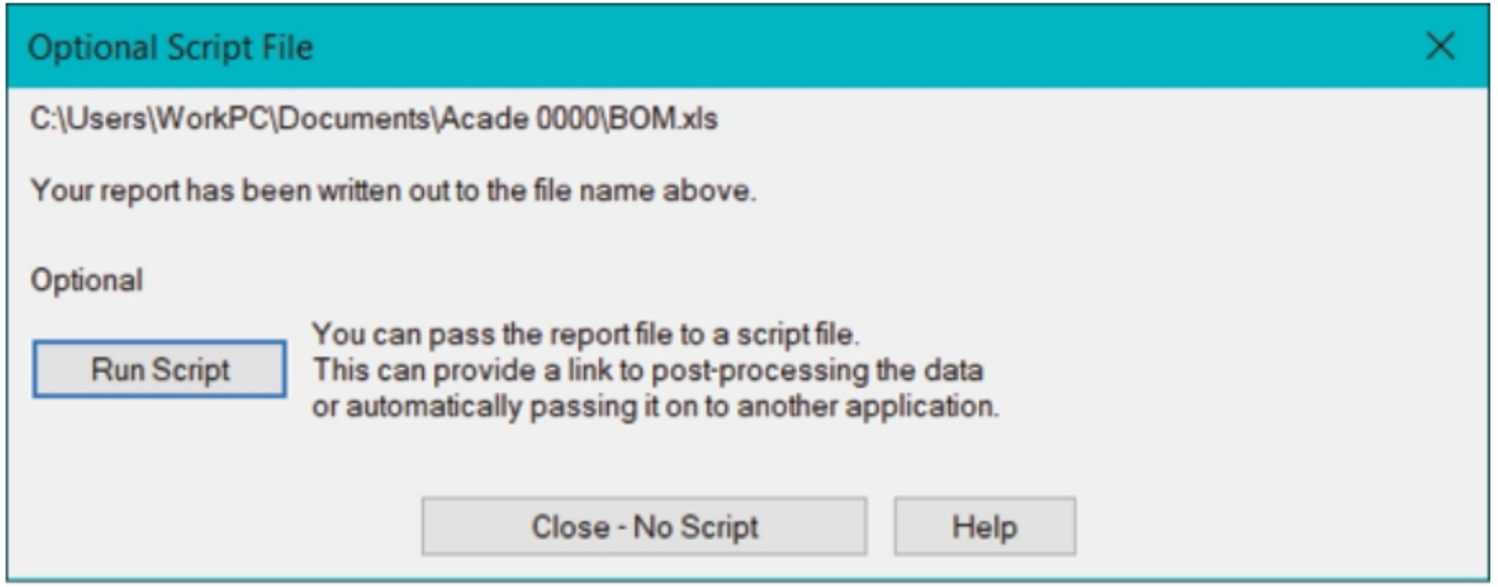

Figure-11. Optional Script File dialog box
- Browse to desired location in the hard-drive and save the file. On selecting the Save button, the **Optional Script File** dialog box will be displayed; refer to Figure-11.